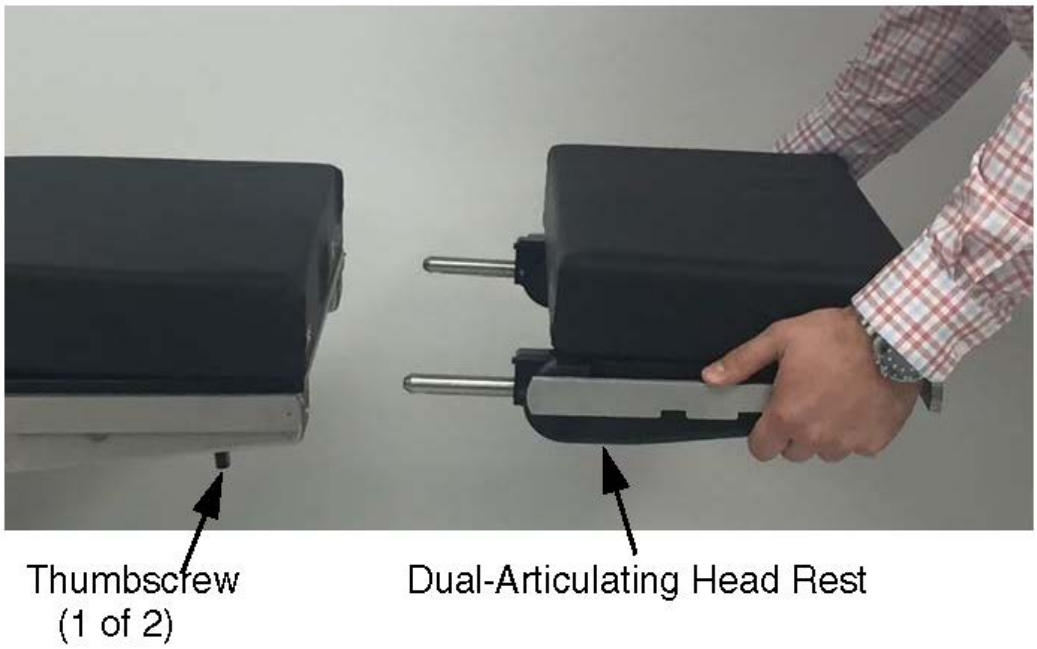

Figure 4-10. Installing the Head Rest
1. Fully loosen both locking thumbscrews located at bottom edge of back frame (see *Figure 4-10*).